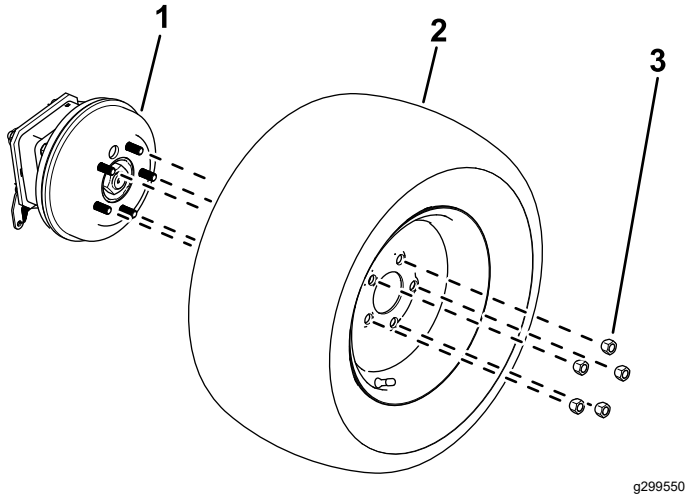

Figur 12
1. Løsn og fjern hjullåsemøtrikkerne (Figur 12).
2. Fjernede hjulene fra hjulnavene (Figur 12).
1. Brug de tidligere fjernede låsemøtrikker til at fastgøre dækkene til hjulnavene (Figur 12).